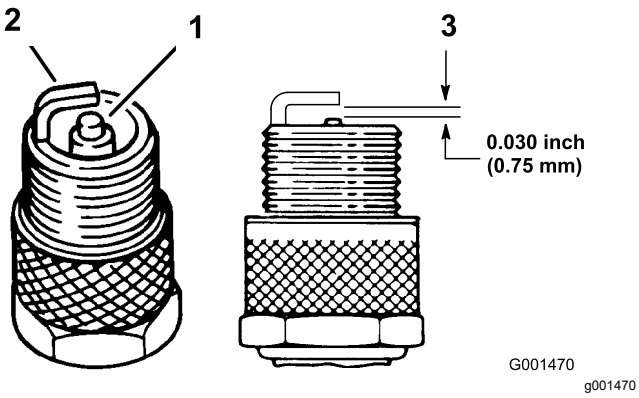

Figur 43
4. Kontroller tilstanden til elektroden på siden, elektroden i midten og elektrodeisolatoren i midten for å sikre det ikke er skader (Figur 43).
5. Still inn elektrodeavstanden mellom midten og siden på elektrodene til 0,76 mm, som vist i Figur 43.